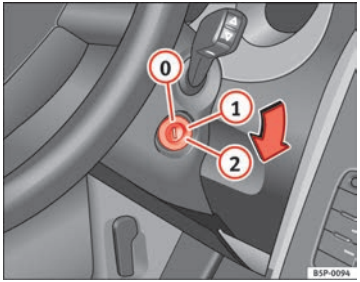

Fig. 139 Ignition key positions
In this position ⇒ fig. 139 the ignition and the engine are OFF and the steering may get locked.
– Turn the ignition key to position ⇒ fig. 139 (1). The indicator lamp ➿ will light for engine pre-heating.
– When the warning lamp turns off, turn the key to position (2) to start the engine. Do not press the accelerator.
– Turn the ignition key to position ⇒ fig. 139 (0).